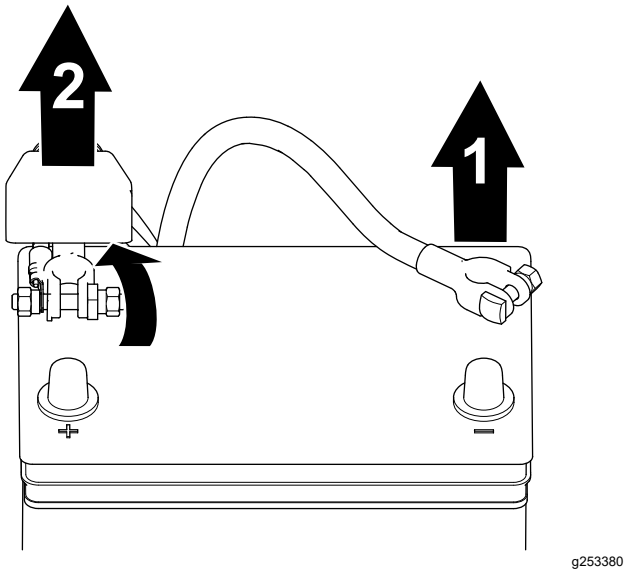

Figure 34
1. Débranchez le câble négatif de la borne de la batterie (Figure 34).
2. Soulevez le capuchon isolant et débranchez le câble positif de la borne de la batterie (Figure 34).